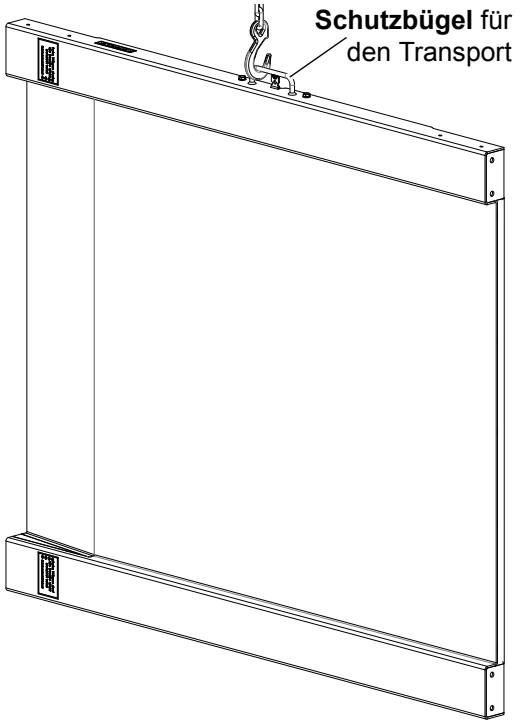
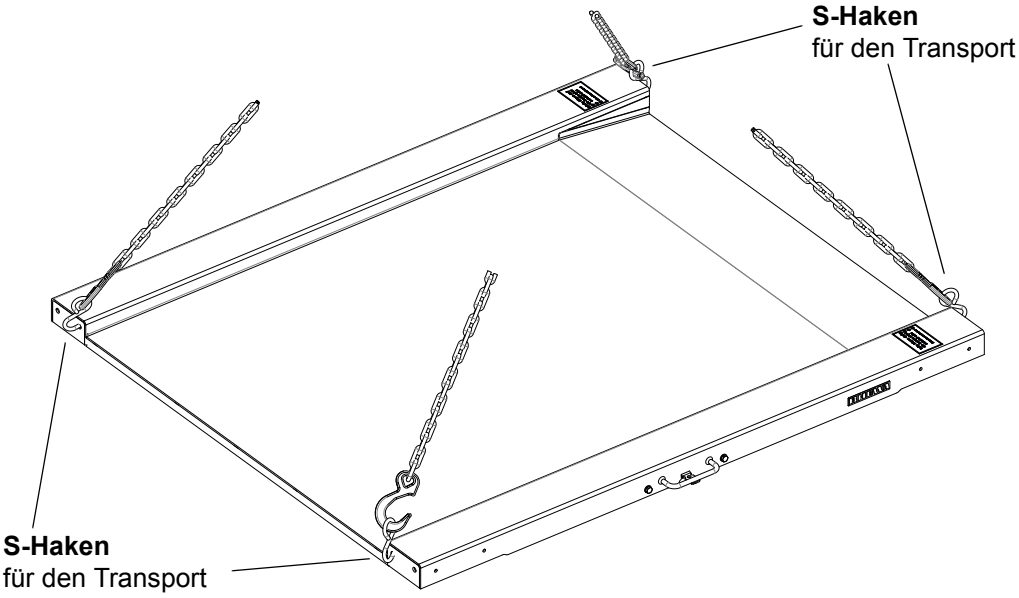

Abb. 2 Transport über Schutzbügel
Abb. 3 Transport über S-Haken
- Transportieren Sie die Durchfahrwaage mit geeigneten Anschlagmitteln am Schutzbügel oder mit S-Haken (siehe Abb. 2, S. 16 und Abb. 3, S. 16).
Verwenden Sie als Aufhängepunkte den Schutzbügel (siehe Abb. 2, S. 16) *oder die S-Haken* (siehe Abb. 3, S. 16).